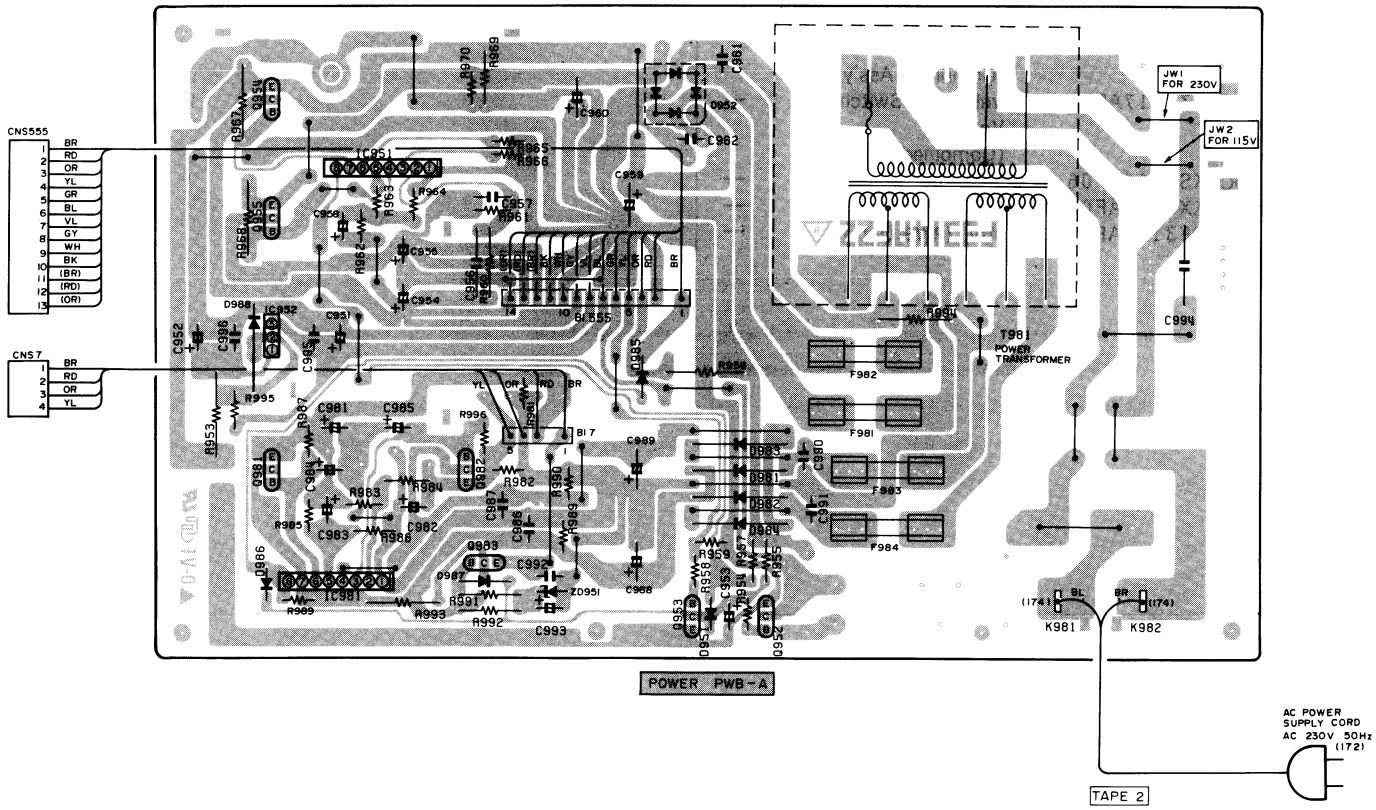

Figure 110
2. Cut out the jumper wire JW1 and add the jumper wire JW2 to the position shown in Fig. 110.
2. Den Schaltdraht JW1 abschneiden und den Schaltdraht JW2 zu der in Abb. 110 gezeigten Stelle hinzufügen.
2. Couper le fil volant JW1 et ajouter le fil volant JW2 à l'endroit indiqué sur la Fig. 110.